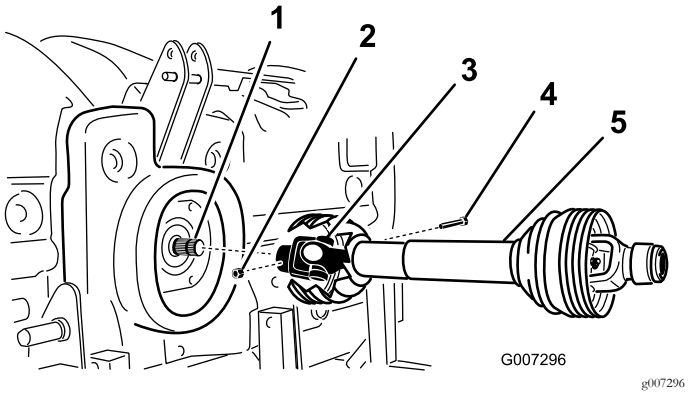

**Figuur 11**
2. Verbind de aftakas met de ingaande as van de tandwielkast; gebruik hierbij een ½ x 3,00" bout en ½" moer (Figuur 11).